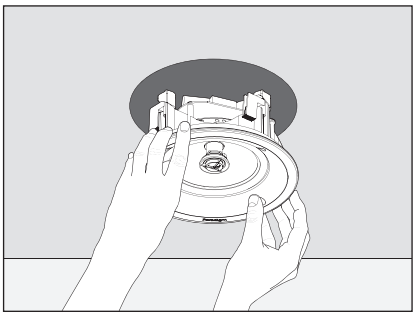

Fig. 3c
3) Poussez délicatement le montage dans le trou du plafond ou du mur (Fig. 3c et 4d).